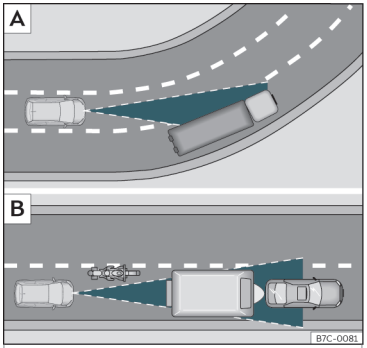

Fig. 164 A Automobil în curbă. B Motociclist în față, în afara razei de acțiune a senzorului cu radar.
Este posibil ca sistemul ACC să nu detecteze automobilul din față într-o curbă sau să regleze distanța față de automobile aflate pe alte benzi de circulație››› **fig. 164** A.
- Autovehicule nealiniate în timpul deplasării sau aflate în afara zonei de detectare a senzorului, cum ar fi motocicletele››› **fig. 164** B